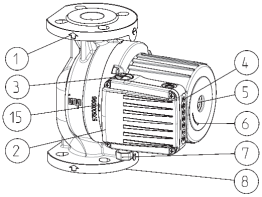
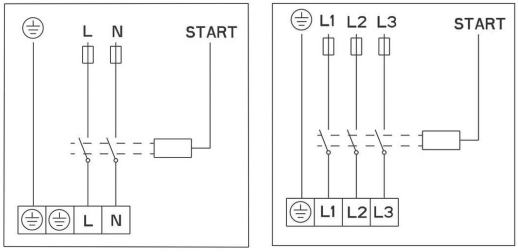

Rys. 1
Rys. 3
- Kierunek przepływu wody przez pompę musi być zgodny z kierunkiem pokazanym za pomocą strzałki na korpusie pompy (Rys.1-poz.1).
- Kołnierze przyłączeniowe pomp są zaprojektowane na ciśnienie PN 6/10 (Rys.1 – poz.8).
- Pompy GHN i GHNM są pompami pojedynczymi (Rys.1 – poz.8).
Korpus pompy może być zaizolowany tylko do przerwy pomiędzy silnikiem a obudową hydrauliczną. Otwory na korpusie służące odpływowi kondensatu nie mogą zostać zakryte, umożliwiają bowiem odpływ z przestrzeni statora. (rys. 1, 2, poz.15). Obudowa części elektrycznej, gdzie znajdują się otwory pozwalające na odpływ kondensatu, nie może być nigdy zaizolowana!
Przyłącze elektryczne musi być podłączone za pomocą dławika kablowego M20 (Rys.1 – poz.7).
Podłączenie elektryczne musi być wykonane zgodnie z diagramem podłączeniowym (Rys. 3), znajdującym się na dole pokrywy silnika. Przed podłączeniem należy zdjąć górną pokrywe (Rys.1 - poz. 2).
W pompach GHN, GHND (GHMN, GHNMD) rotor silnika elektrycznego jest zanurzony w pompowanej cieczy co jednocześnie zapewnia smarowanie łożysk. Przed uruchomieniem pompy instalacja powinna zostać napełniona i odpowietrzona. Odpowietrzenie pompy odbywa się poprzez wykręcenie śruby z tyłu silinka eletrycznego (rys. 1 – poz. 5). Powietrze uwalniane jest poprzez szczelinę pomiędzy wałem silnika a łożyskiem. W momencie gdy zacznie wypływać woda, należy zamknąć zawory po obydwu stronach pompy – tłocznej ssawnej. Jeżeli wał pompy będzie obracał się w złym kierunku, zostanie to wykryte przez wbudowaną elektronikę i zasygnalizowane poprzez mruganie czerwonej diody. Pompa wykrywa również inne błędy lub usterki, które opisane zostały w tabeli poniżej. Mrugająca czerwona dioda informuje o wystąpieniu błędu. Ilość mrugnięć pomiędzy dwoma długimi przerwami informuje o odpowiednim kodzie błędu.
Wyłączyć zasilanie pompy, odkręcić śrubę odpowietrzającą (rys.1 poz. 5) włożyć śrubokręt w otwór wałka i pokręcić wokoło do momentu gdy wałek będzie kręcił się swobodnie bez oporów. Następnie wkręcić ponownie śrubę odpowietrzającą.